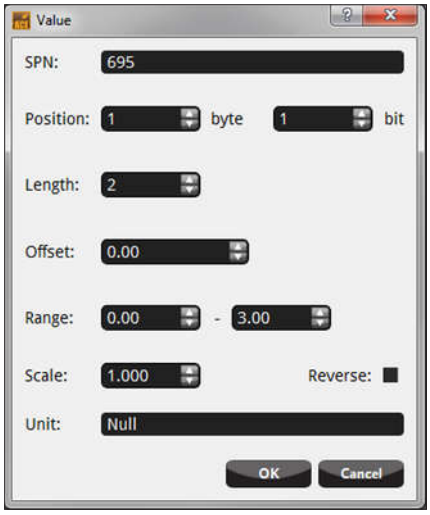

Figure 20. Values for SPN 695.
8. Set the Range as 0 to 3 and make sure Reverse is unchecked (see Figure 20).